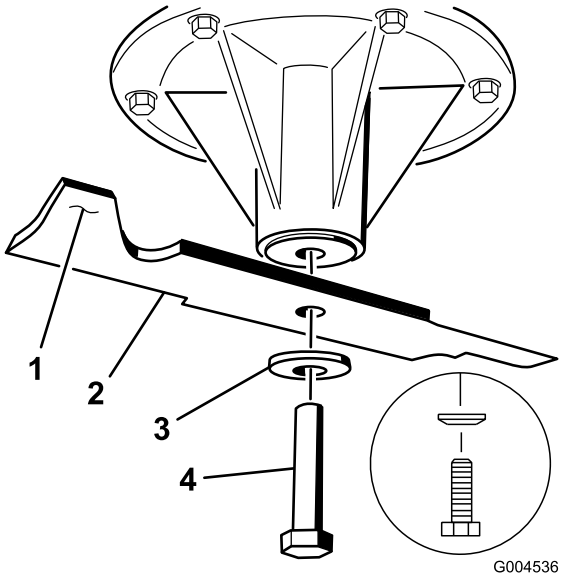

Figure 94
2. Enlevez de l'axe, le boulon, la rondelle bombée et la lame (Figure 94).